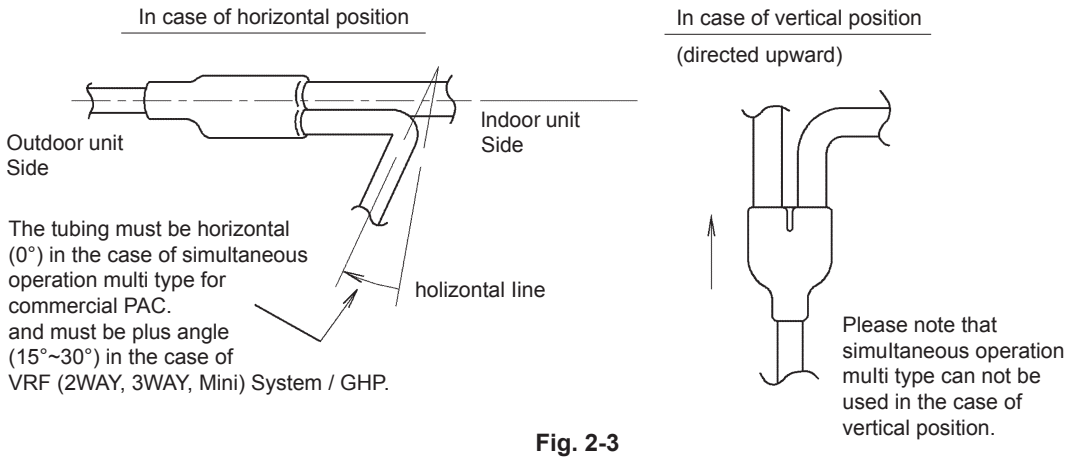

Fig. 2-3
- The distribution foint must be fixed horizontally in the case of simultaneous operation multi type for commercial PAC, and either horizontally or vertically in the case of VRF (2WAY, 3WAY, Mini) System / GHP. (Fig. 2-3)